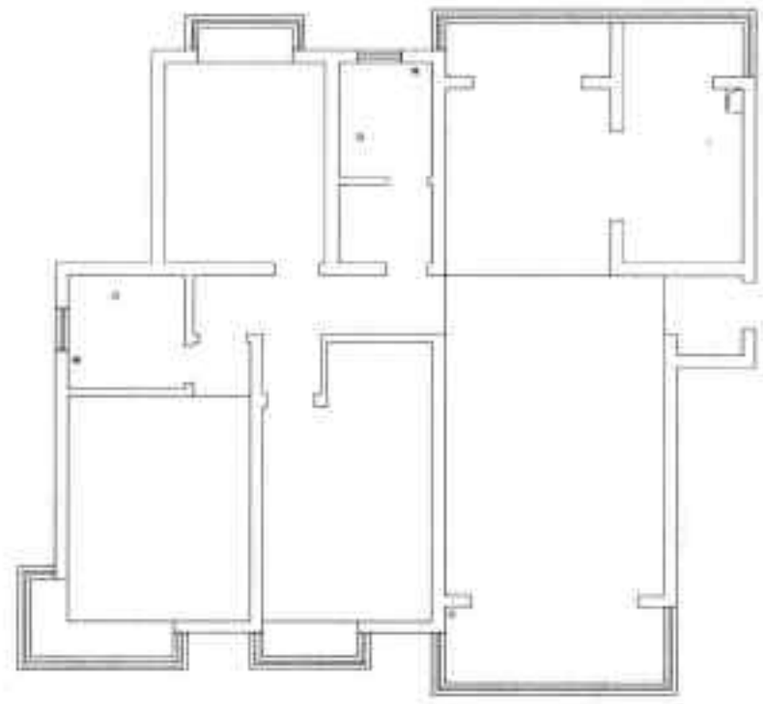

图19-13 绘制房梁一条轮廓线
Step 08 执行“直线”命令，绘制梁的一条轮廓线，如图 19-13 所示。